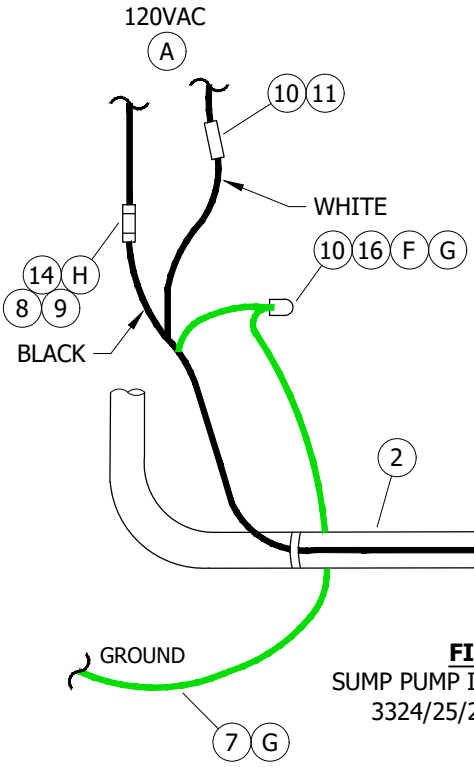

FIGURE 1
(C) INSTALL THE DISCHARGE CONDUIT AS SHOWN IN FIGURES 1 OR 3, MAKING SURE THAT ARROW ON CHECK VALVE IS DIRECTING WATER FLOW UPWARD TOWARD STREET.